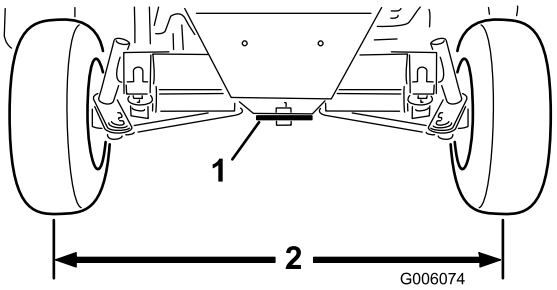

Figur 67
2. Juster begge styreforbindelsesstænger, indtil afstanden fra midten til midten foran og bag baghjulene er den samme (Figur 67).